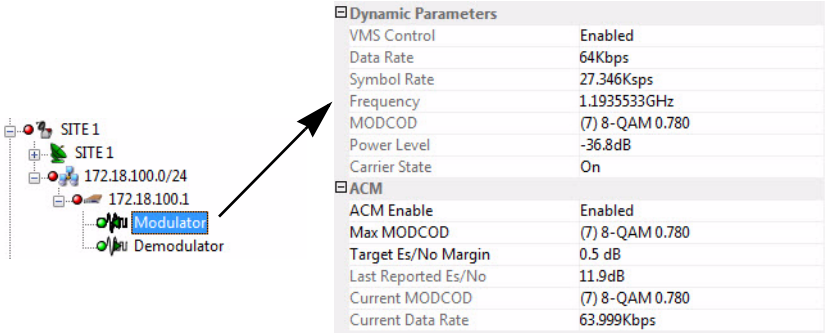

Figure F-10 Modulator Device Parameter View, VMS
1. Verify normal communications to Remote device using the VMS device parameter view, as shown below in figure F-10.